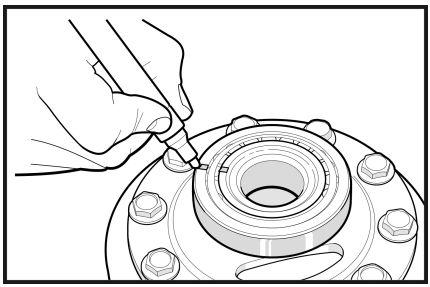
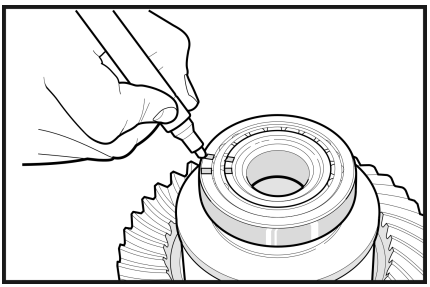

Рис. 9
Рис. 10
1.16 Промаркируйте наружные и внутренние обоймы подшипников: одна метка с одной стороны, две — с другой. (**Рис. 9**, **Рис. 10**)